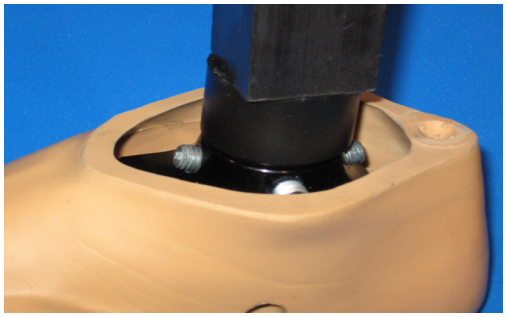

FIGURE 10: Upper bracket being compressed.
7. Compress the assembly with an arbor press or bar clamp until the holes appear to be aligned. Use a scrap piece of wood or plastic to prevent scratching the surface of the upper bracket (FIGURE 10).